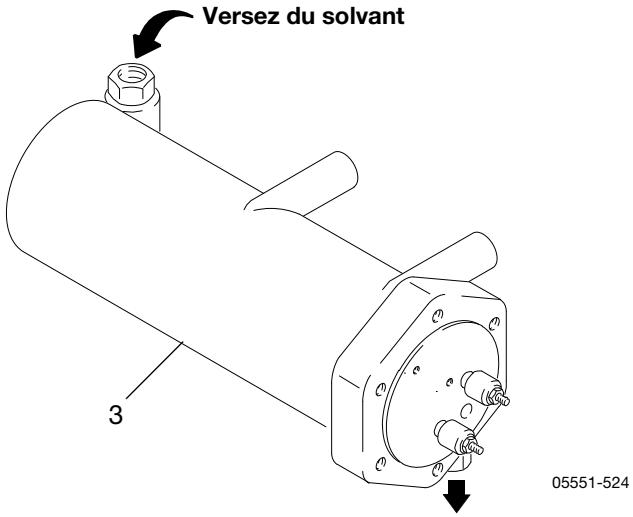

**FIG. 13 : Débouchage des passages de fluide**
**(FIG. 13)**
2. Déposez le bloc réchauffeur (3) du boîtier du réchauffeur. Voir **Bloc réchauffeur**, page 21.